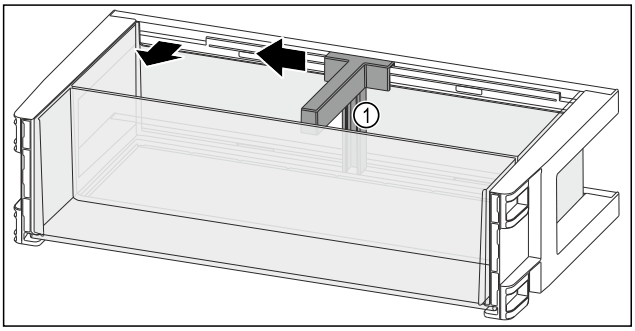

*Fig. 140*
- ▶ Empuje el soporte para botellas *Fig. 140 (1)* hacia un lado hasta la entalladura.
- ▶ Retire el soporte para botellas *Fig. 140 (1)*.